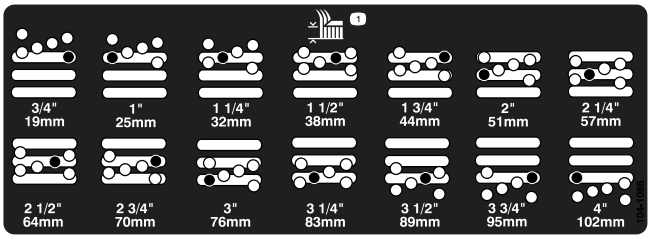

**Figur 5**
5. Flytta kammaren till önskad klipphöjd, montera distansbrickan i avsett klipphöjdshål och -spår (Figur 5).